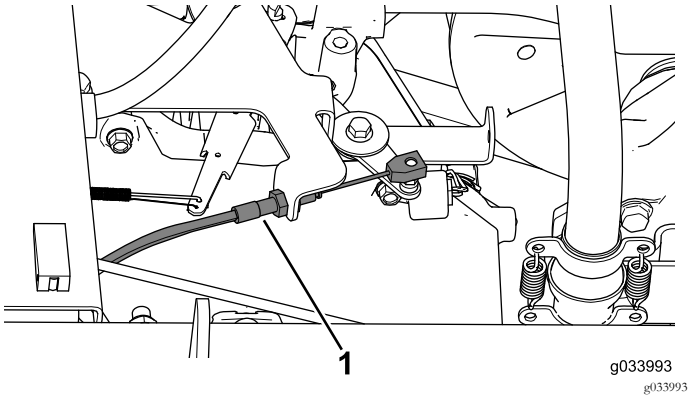

Figura 9
3. Scollegate il cavo dell'acceleratore dalla relativa leva e rimuovetelo dalla staffa dell'acceleratore (Figura 9).